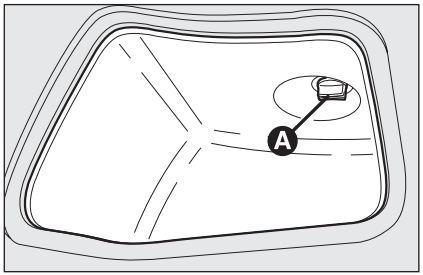

fig. 38 A0E0295m
- ❒ quitar la tapa de protección interviniendo en el dispositivo **A-fig. 38**;